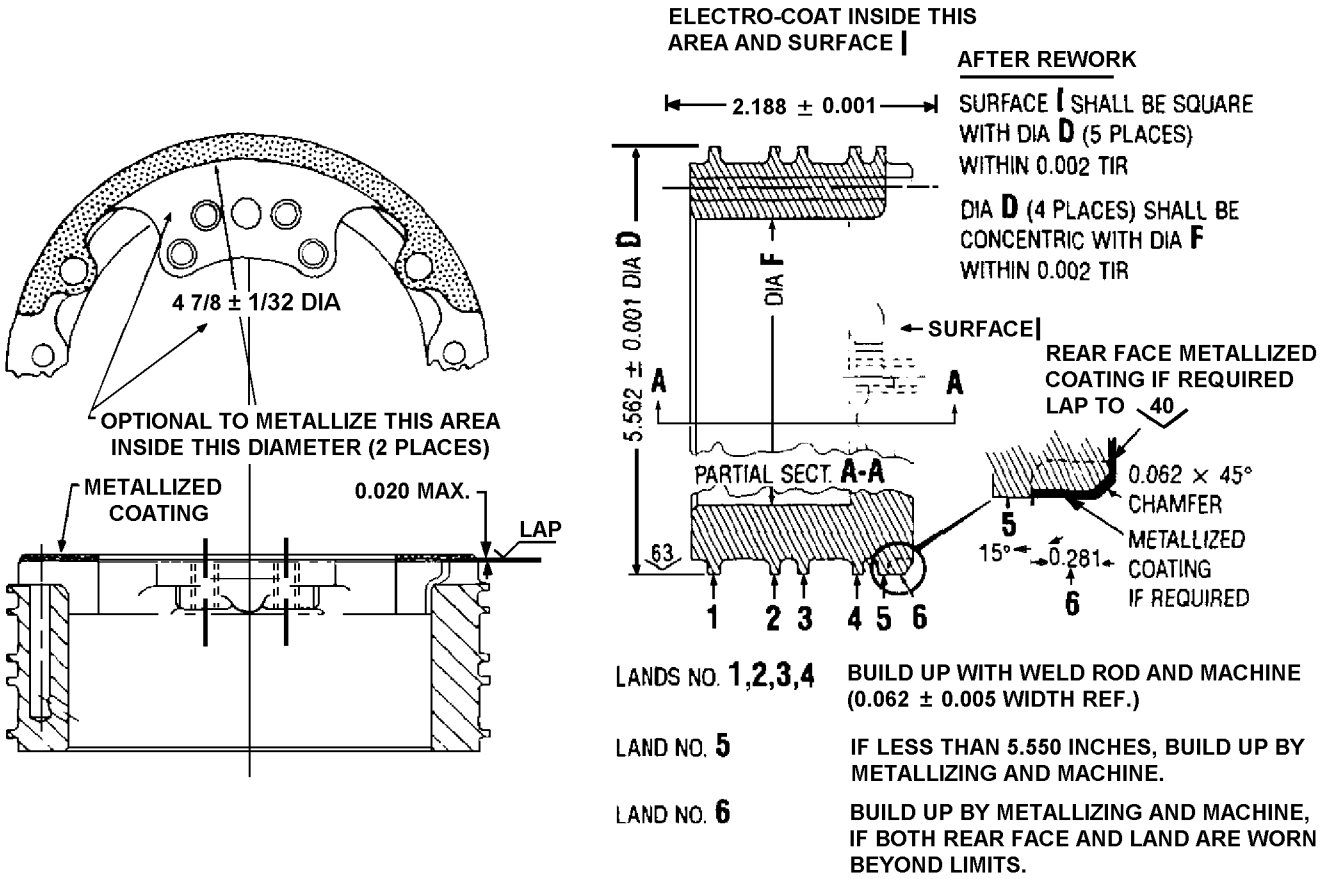

Figure 1. Compressor Extension Shaft Housing Repair
g. Using metallizing gun Type 4E and sprabond, apply bonding material 0.001−0.002 in. thick to surface shown in figure 1.
a. Remove the dowels and studs on areas to be reworked (figure 1).